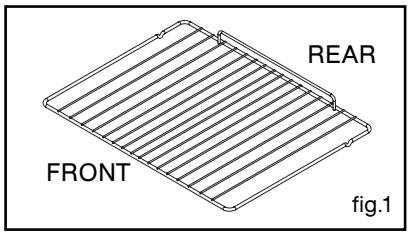

fig.1
• Anti-tipping safety grid (fig.1)